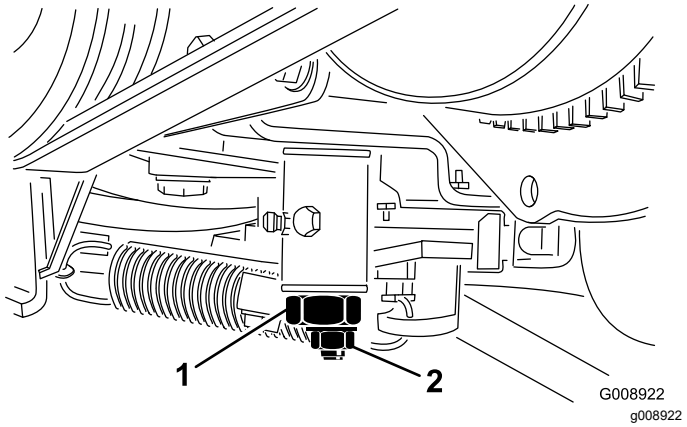

Rysunek 59
3. Odkręć przeciwnakrętkę na krzywce regulacji jazdy (Rysunek 59)